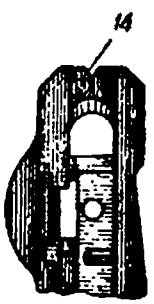

Рис. 5
2. Несоответствие прицельной прорези (треугольная) (*14* на рис. 5). Осмотреть прорезь и мушку. Прорезь при треугольной мушке должна быть треугольная, при прямоугольной — полукруглая.	Переделать треугольную прорезь на полукруглую согласно эскизу. Зачернить согласно карте 4.